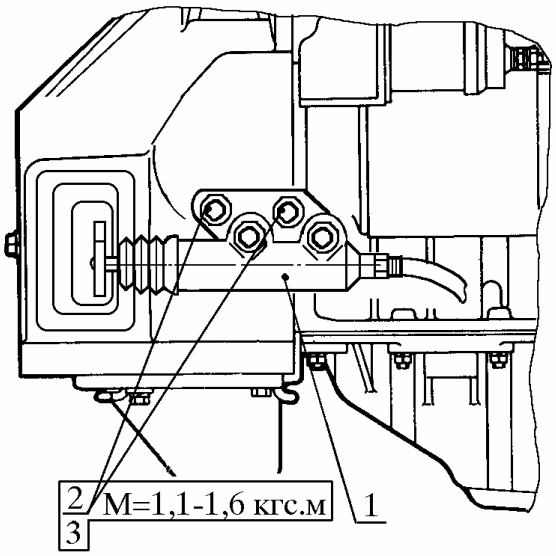

Рис. 35. Установка цилиндра выключения сцепления с кронштейном в сборе:
5.12. **Установить цилиндр 1** (рис. 35) выключения сцепления с кронштейном в сборе в последовательности, обратной снятию (см. п. 4.8). Болты 2 крепления цилиндра к картеру сцепления затянуть с моментом от 11 до 16 Н.м (1,1 - 1,6 кгс.м)